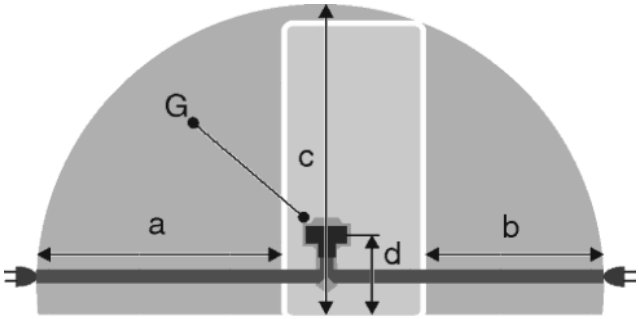

Fig. 50
- Розетка находится вне зоны задней стенки в данной зоне. *Fig. 50 (a, b, c)*
▶ Штекер устройства *Fig. 50 (G)* подсоединить с задней стороны устройства. Следить за правильной фиксацией.